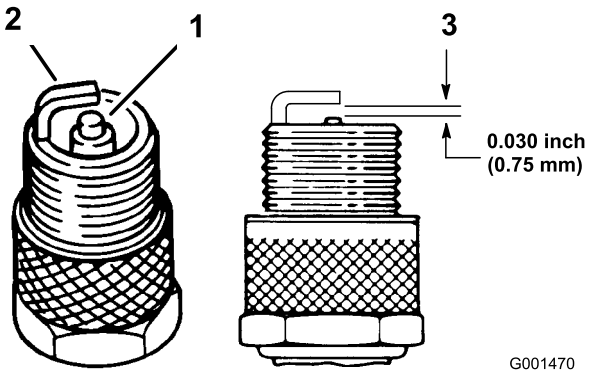

Figur 45
4. Kontrollera att inte sidoelektroden, mittelektroden och mittelektrodsisolatorn är skadade (Figur 45).
5. Kontrollera att luftgapet mellan mitt- och sidoelektroderna är 0,762 mm (Figur 45).